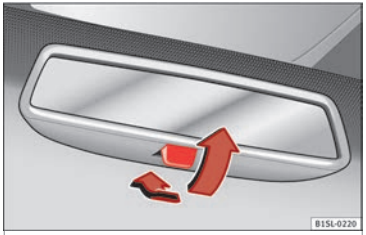

Fig. 146 Manual anti-dazzle function for rear vision mirror
- Pull the lever to the back to select the anti-dazzle function ››› **Fig. 146**.